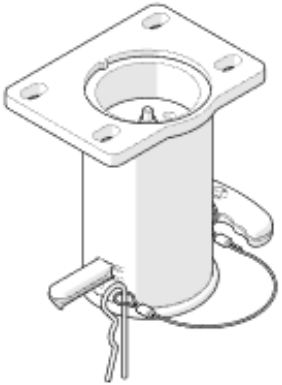

Figura 3
2. Inserire a fondo l'asta (molla compressa) (figura 3)